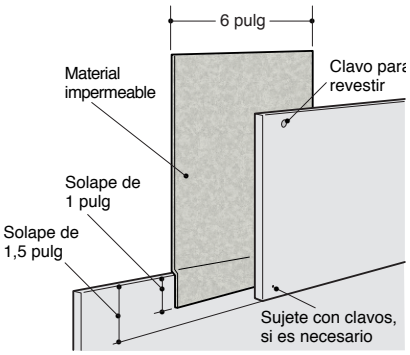

fig. 6
- Si las juntas a tope no están a ras, la junta puede ser clavada con clavos de acabado (fig. 6). Si por razones estéticas es necesario usar más de un clavo en una plancha de revestimiento, consulte el boletín técnico *Consejos para el Clavado del Revestimiento Eotek.*
- Eotek recomienda el uso de una pieza ancha de 6 pulgadas que traslapa el grupo de abajo por 1 pulgada y que se extiende más allá de la parte superior de la plancha de revestimiento en la junta (fig. 6).